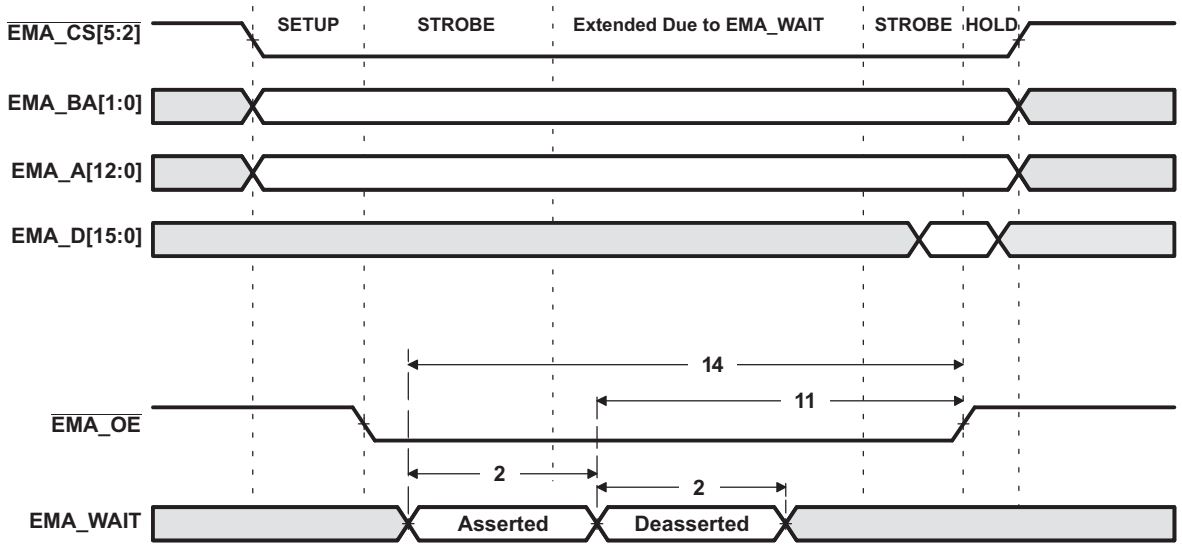
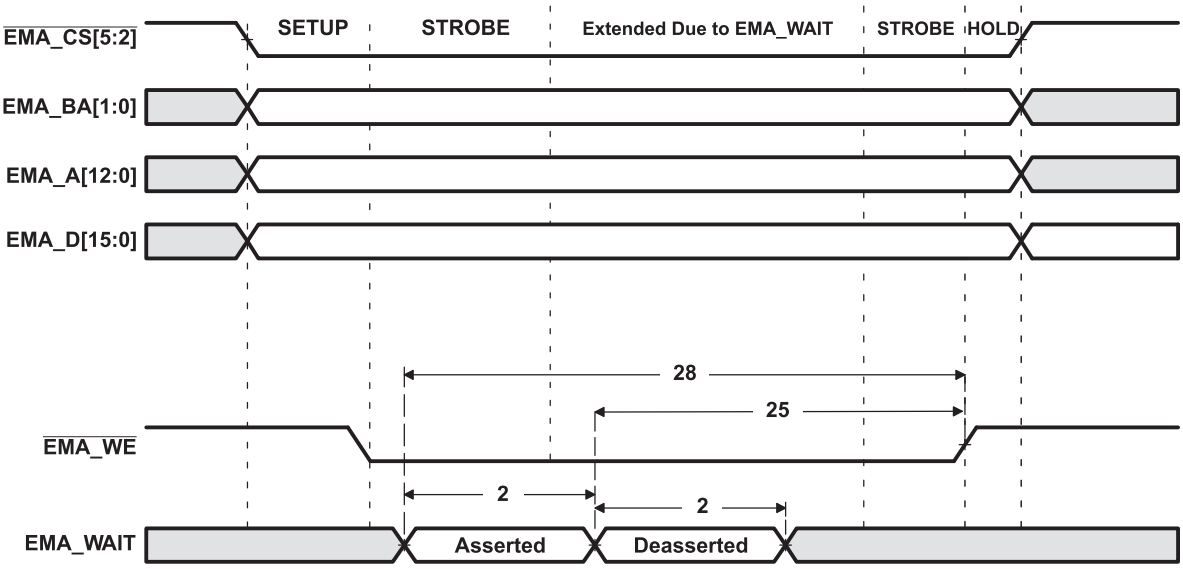

Figure 6-18. EMA_WAIT Read Timing Requirements
Figure 6-19. EMA_WAIT Write Timing Requirements
(1) E = EMA_CLK period or in ns. EMA_CLK is selected either as SYSCLK3 or the PLL output clock divided by 4.5. As an example, when SYSCLK3 is selected and set to 100MHz, E=10ns.
(2) Setup before end of STROBE phase (if no extended wait states are inserted) by which EM_WAIT must be asserted to add extended wait states. Figure 6-18 and Figure 6-19 describe EMIF transactions that include extended wait states inserted during the STROBE phase. However, cycles inserted as part of this extended wait period should not be counted; the 4E requirement is to the start of where the HOLD phase would begin if there were no extended wait cycles.